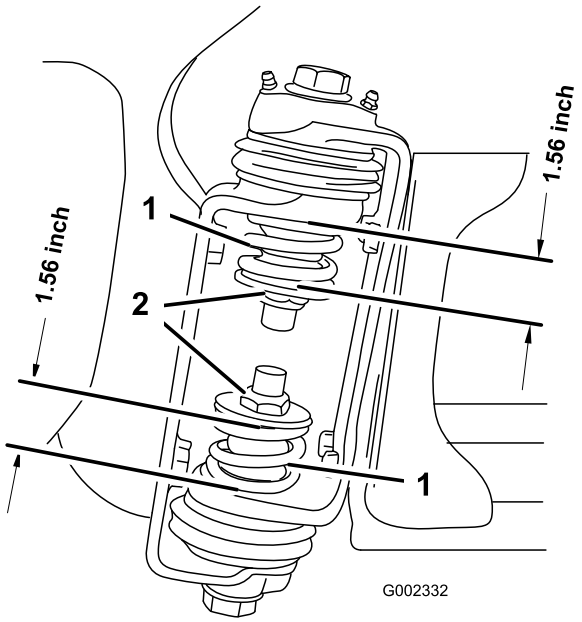

Figur 8
3. Mål sammentrykningen af den øverste og nederste fjeder ved bomhængslet, mens bommene er i forlænget position (Figur 8).